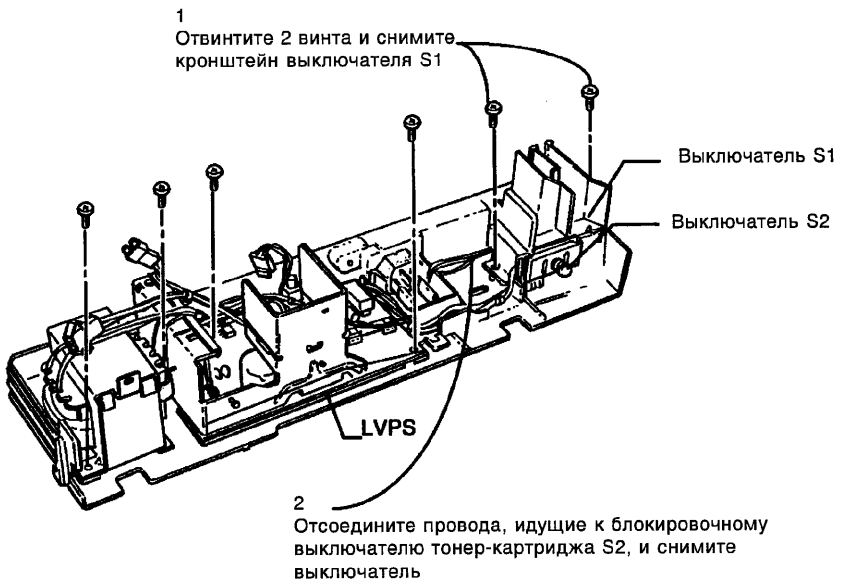

Рисунок 1. Снятие блокировочного выключателя (S2).
2. (рис. 1) Снимите блокировочный выключатель тонер-картриджа (S2).